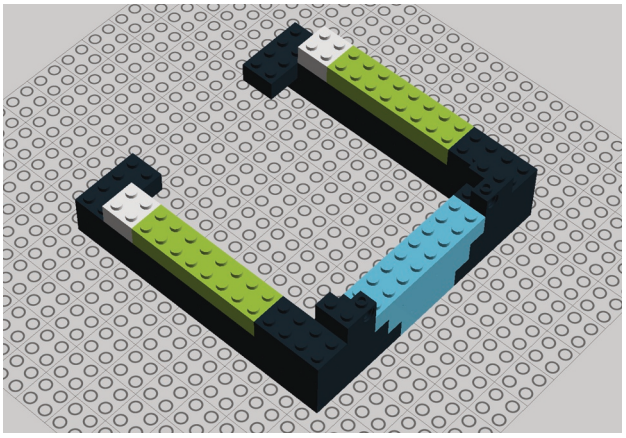

Figure 9-19. *Step 14: Connecting four 2x4 bricks*
14. Connect four 2x4 bricks (Figure 9-19).